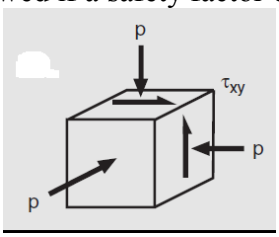

Figure 3
Q.4 **(a)** A block of the granite rock of Table 1 is subjected to a confining pressure on all sides of p = 150 MPa, due to the weight of rock above, as well as a shear stress τ_{xy}, as shown in Figure 3. (a) What value of shear stress τxy will cause the block to fracture? (b) What is the largest value of τxy that can be allowed if a safety factor of 2.0 against fracture is desired? **09**